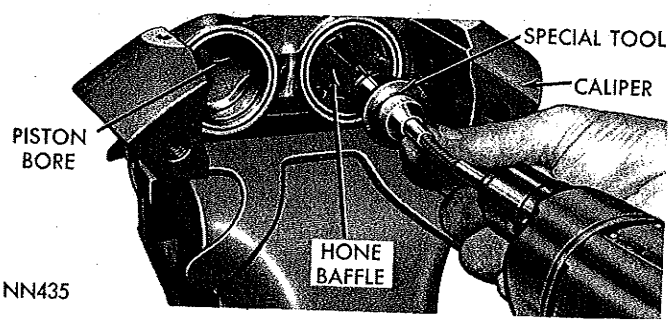

*Fig. 15—Honing Piston Bores*
**When using hone C-3993 (Fig. 15) be sure and install the hone baffle before honing bore. The baffle is used to protect the hone stones from damage. After honing the bore carefully, clean the seal groove with a stiff non-metallic rotary brush.**